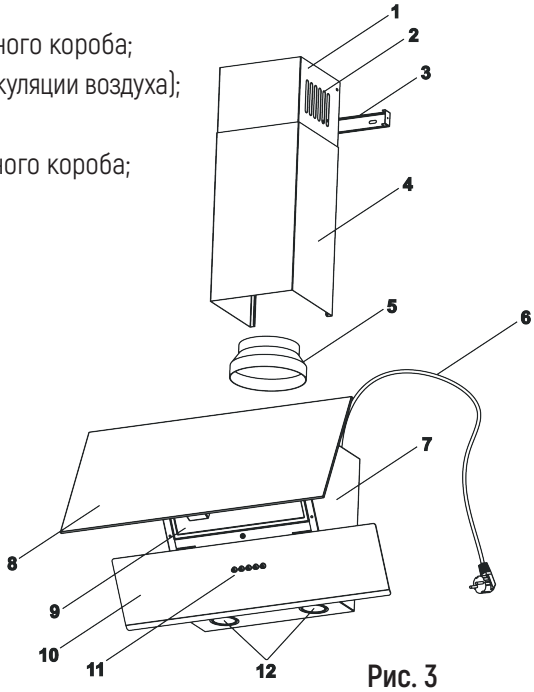

Рис. 3
5.3 Вытяжка состоит из следующих составных частей (рис.3):